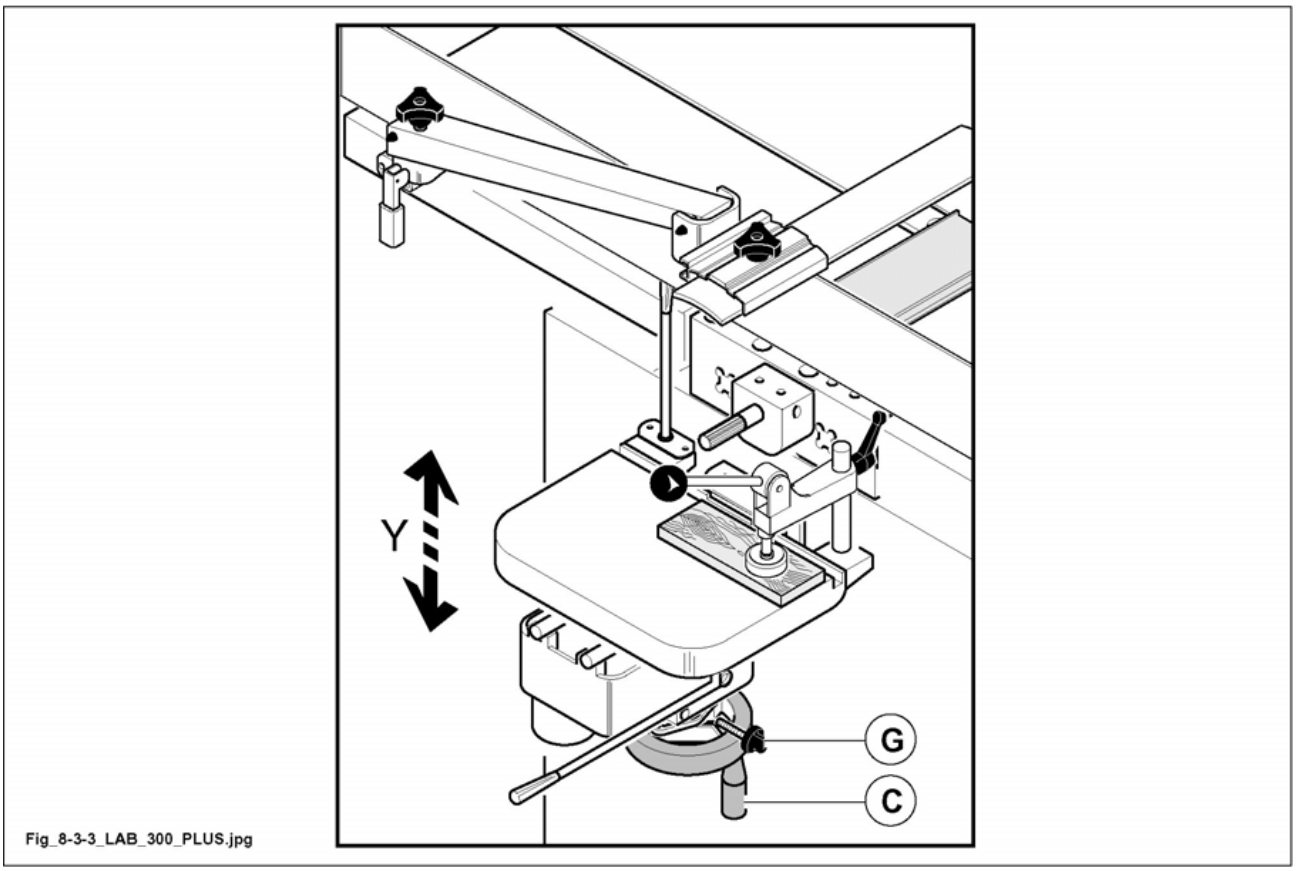

Fig. 8.3-3
- Position the table at the correct height using the accessory handwheel (C fig. 8.3-3); lock it in position by tightening the knob (G fig. 8.3-3).